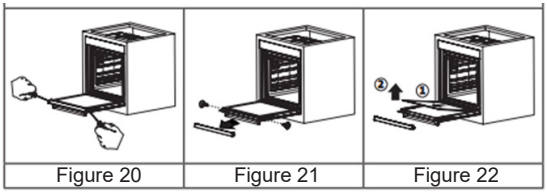

Figure 20	Figure 21	Figure 22
2. Retirez les vis sur les côtés gauche et droit comme indiqué dans la figure 20. Retirez le profilé en le tirant vers vous comme indiqué sur la figure 21. La vitre est libre après le retrait du profilé, comme indiqué sur la figure 22. Tirez délicatement vers vous la vitre qui s'est libérée. Si nécessaire, la vitre centrale peut être retirée de la même manière. La vitre extérieure est fixée au profil de la porte du four. Vous pouvez facilement nettoyer la vitre une fois qu'elle a été séparée.